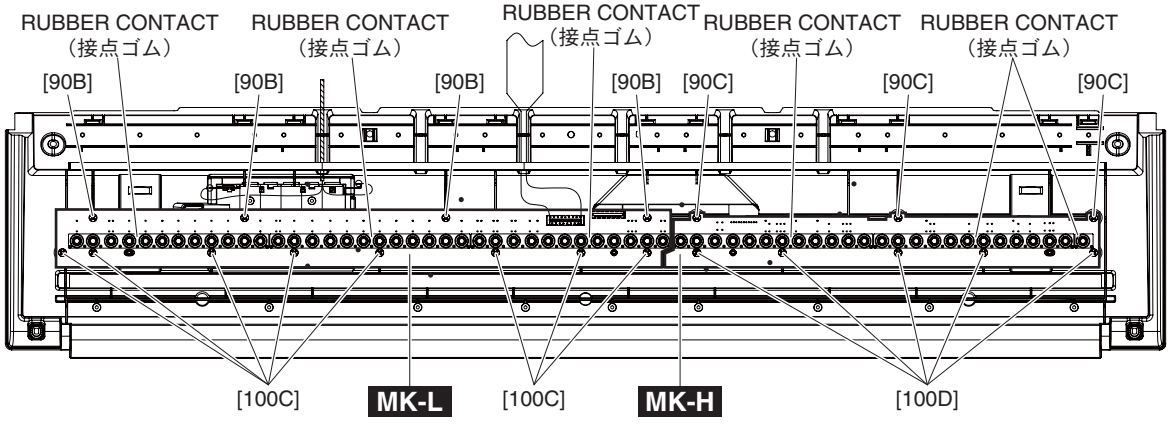

Fig. 7 (図 7)
6-4-2 Remove the rubber contacts. (Photo 2, Fig. 7)
6-5-2 Remove the four (4) screws marked [90B] and eight (8) screws marked [100C]. The MK-L circuit board can then be removed. (Fig. 7)
6-6-2 Remove the three (3) screws marked [90C] and five (5) screws marked [100D]. The MK-H circuit board can then be removed. (Fig. 7)
6-4-2 それぞれの接点ゴムを外します。(写真 2、図 7)
6-5-2 ［90B］のネジ 4 本と［100C］のネジ 8 本を外して、MK-L シートを外します。(図 7)
6-6-2 ［90C］のネジ 3 本と［100D］のネジ 5 本を外して、MK-H シートを外します。(図 7)